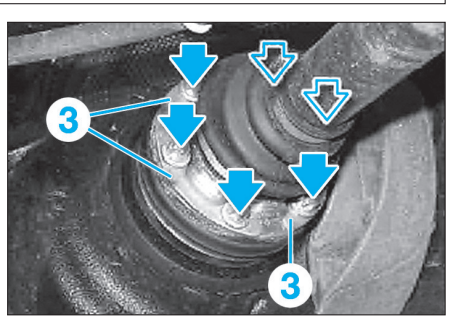

Fig. 10
• Déposer les vis avec les tôles d'appui (3) **(Fig.10)**.